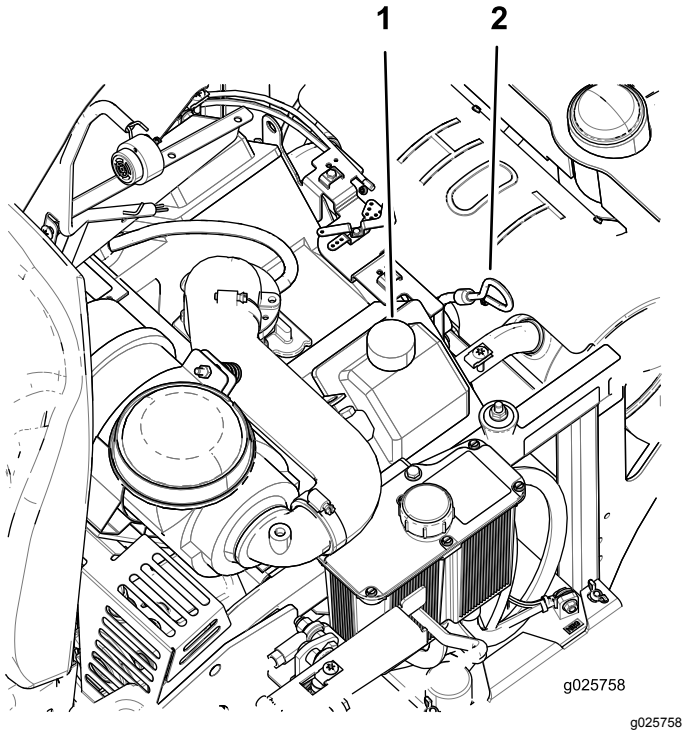

**Figure 36**
4. Pour éviter de faire tomber de l'herbe, de la poussière, etc., dans le moteur, nettoyez la surface autour du bouchon de remplissage-jauge d'huile, avant de l'enlever (Figure 36).
8. Si le niveau d'huile est trop bas, essuyez la surface autour du bouchon de remplissage, retirez le bouchon et faites l'appoint d'huile jusqu'à ce que le niveau atteigne le repère **maximum** sur la jauge (Figure 36).
4. Versez lentement environ 80 % de l'huile spécifiée dans le tube de remplissage, puis faites l'appoint lentement jusqu'à ce que le niveau atteigne le repère maximum (**Full**) sur la jauge (Figure 36).
5. Démarrez le moteur et conduisez la machine jusqu'à une surface plane et horizontale. Vérifiez à nouveau le niveau d'huile (Figure 36).